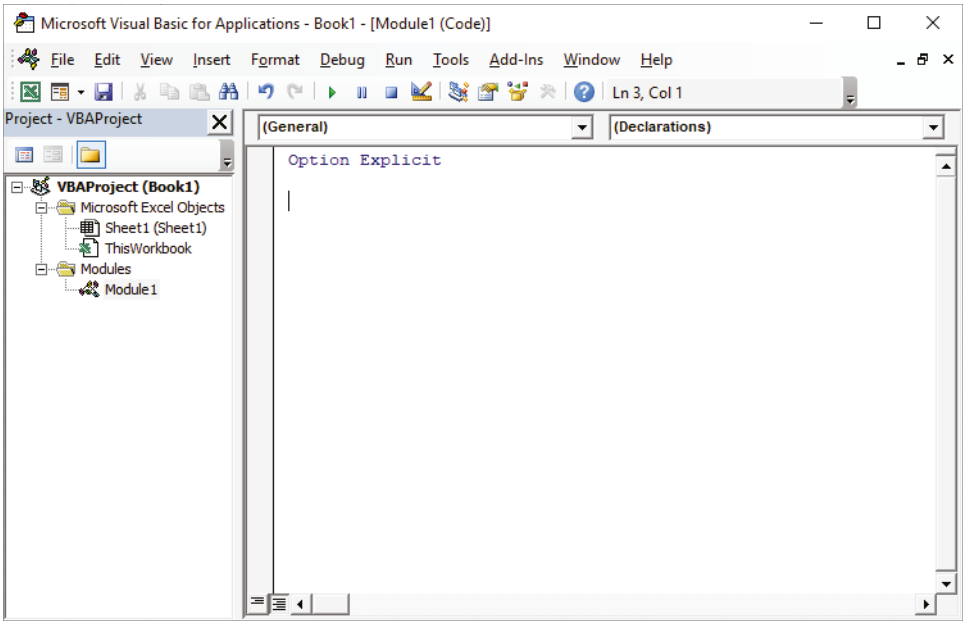

Figure 9.56: A new code window in the Visual Basic Editor
4. Right-click anywhere on the project and choose Insert ➪ Module. A new code window will appear as shown in Figure 9.56.